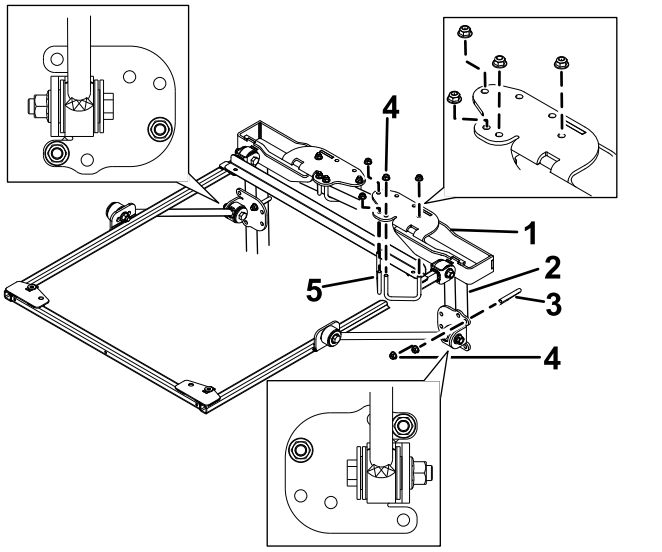

図 36
4. ROPS取り付けブラケットを、トラクションユニットROPSの上部にセットする図 36。ROPS が
5. 図 36 に示されている取り付け穴を利用して、各ROPS取り付けブラケットをROPS上部に取り付けるUボルト2¾"2本とフランジナット4個を使用する。
6. 図 36 に示されている取り付け穴を利用して、各ブレースブラケットをROPSの柱材に取り付けるUボルト4"2本とフランジナット2個を使用する。